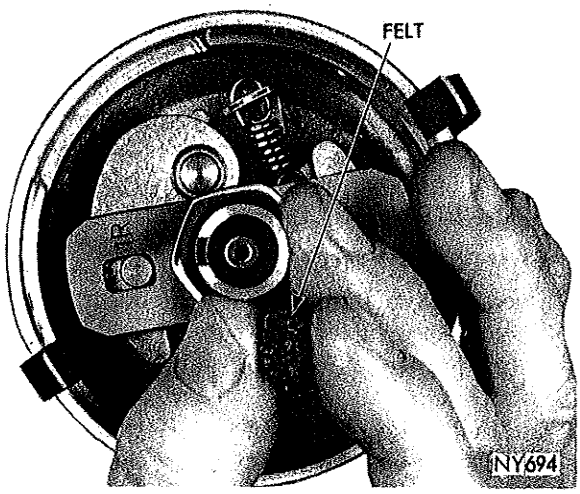
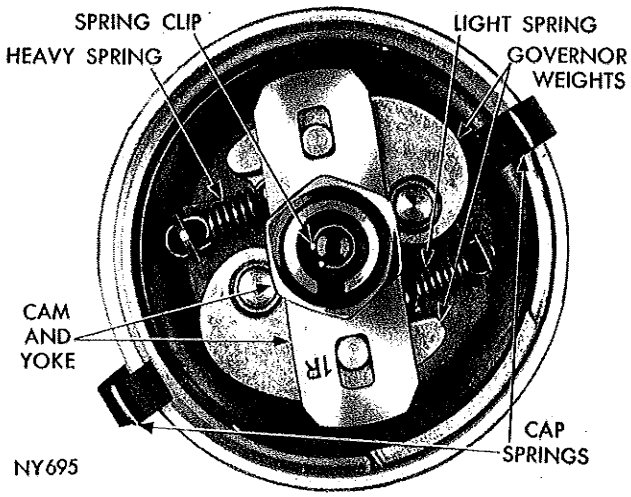

***Fig. 5—Removing or Installing Distributor Cam Felt (Typical)***
***Fig. 6—Distributor Cam Installed (Typical)***
(1) Remove distributor rotor.
(2) Remove the two screws and lockwashers attaching the vacuum control unit to distributor housing and remove vacuum control unit.
(3) Disconnect primary lead at terminal screw and slide primary lead off the breaker plate terminal. Remove wire and grommet as an assembly. (Push grommet towards inside of distributor to remove—**Do not pull the wire.**)
(4) Remove two screws and lockwashers attaching contact plate to the housing and lift out contact plate, contacts and condenser as an assembly. **Distributor cap clamp springs are held in place by peened metal around the openings and should not be removed.**
(5) Remove oil felt wick from distributor cam (Fig. 5). Remove wire clip from oil well in cam (Fig. 6), then remove cam and yoke assembly, and spacer.
(6) Install cam retaining spring clip (Fig. 6).
(7) Lubricate and install upper thrust washer (or washers) on the shaft and slide the shaft into the distributor body.
(8) If gear is worn or damaged, replace as follows:
(9) Install oiler wick and oiler.
(10) Install contact plate assembly, align the condenser lead, movable contact spring, primary lead, and install attaching screws.
(11) Install felt wick in top of distributor cam (Fig. 5).
(12) Attach vacuum advance unit arm to the contact plate.
(13) Install vacuum unit attaching screws and washers.
(14) Test contact arm spring tension.
(15) Adjust contact gap.
(16) Lubricate the felt pad in top of distributor cam with 3 drops of light engine oil and install the rotor.